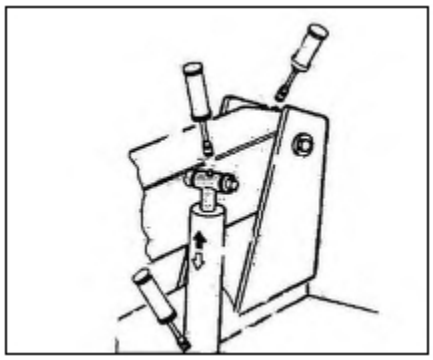

Рис. 35
3) Периодически выполняйте смазку кронштейна оси подъемного цилиндра, а также шарнирных соединений. Добавьте смазку через смазочные ниппели (см. рис. 35), используя обычную консистентную смазку.